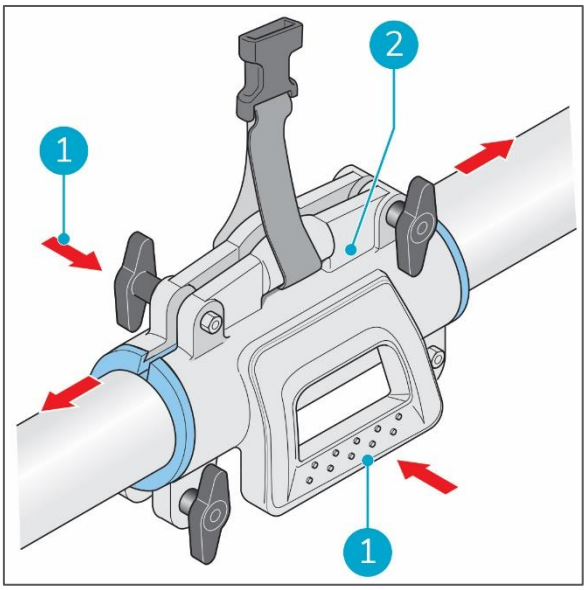

Abbildung 20
5. Schließen Sie den Träger (Abbildung 20, Pos. 2) um die Gummimanschette herum an der Teleskopstange.
7. Halten Sie beide Seiten des Trägers (Abbildung 20, Pos. 1) und bewegen Sie den Träger in die gewünschte Position auf der Power Wash-Teleskopstange.